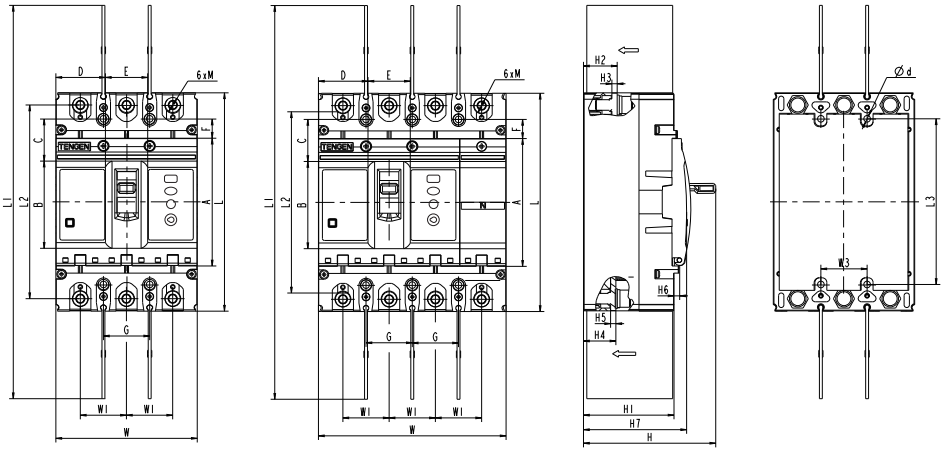
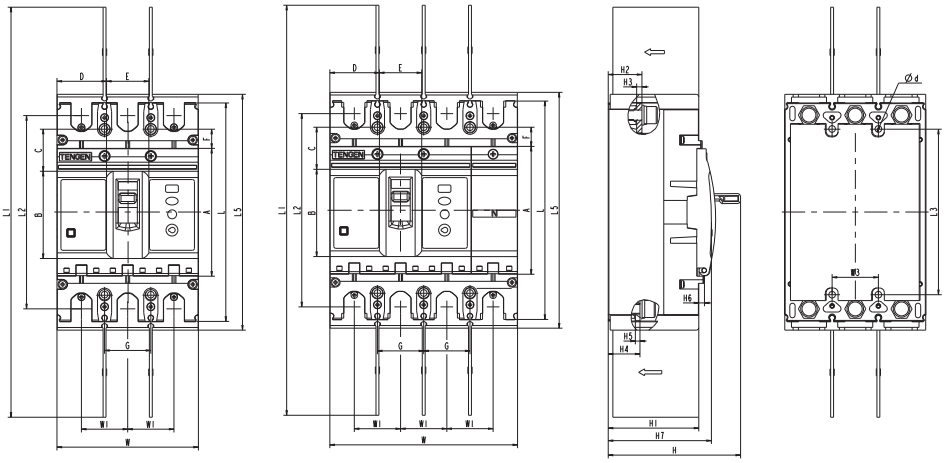

Figure 1 Outline and installation dimension (non-zero flashover)
Figure 2 Outline dimension and installation dimension (zero flashover)
8.1 Outline dimension and installation dimension (Table 9, Figure 1 and Figure 2)